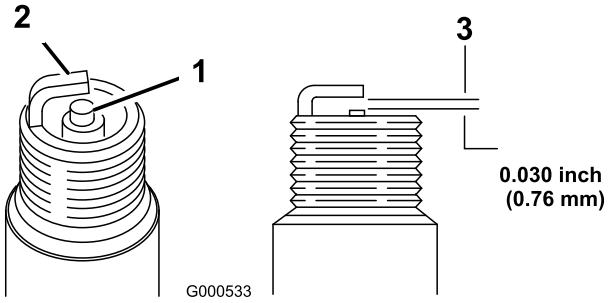

Figur 21
5. Ställ in gapet på det nya stiftet till 0,76 mm (Figur 21).